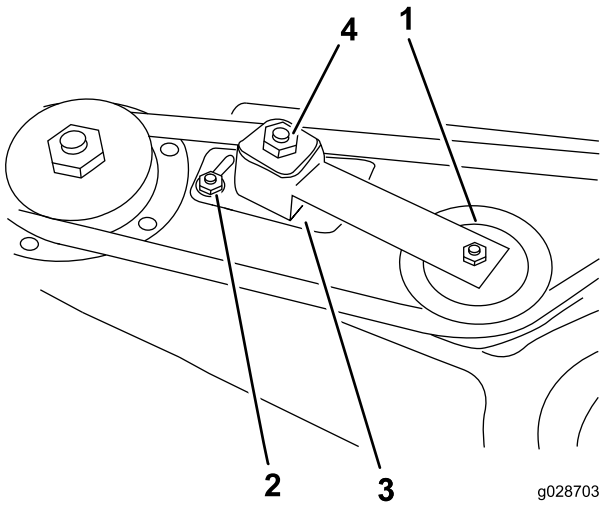

Bild 3
3. Lösen Sie die zwei Muttern, mit denen die Spannscheibenplatte befestigt ist, damit die Spannung der Spannscheibe gegen den Riemen abgelassen wird (Bild 3).